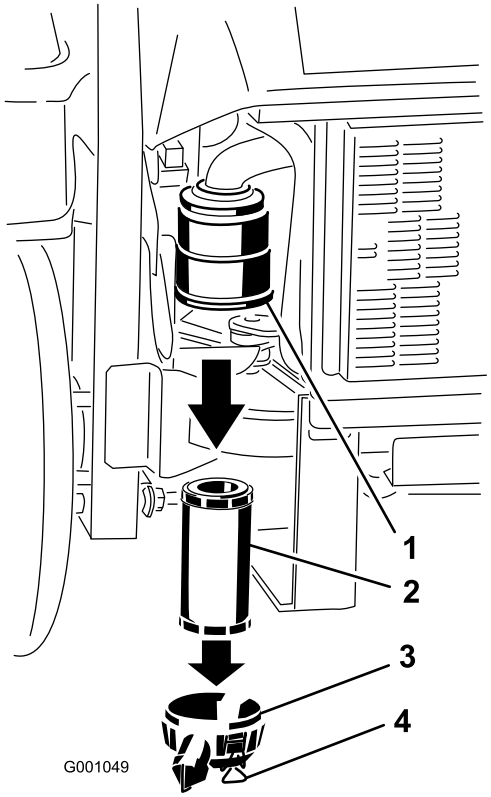

Figur 54
3. Lossa spärrhakarna på luftrenaren och dra av luftrenarkåpan från luftrenarhuset (Figur 54).
5. Dra försiktigt ut filtret ur luftrenarhuset (Figur 54).